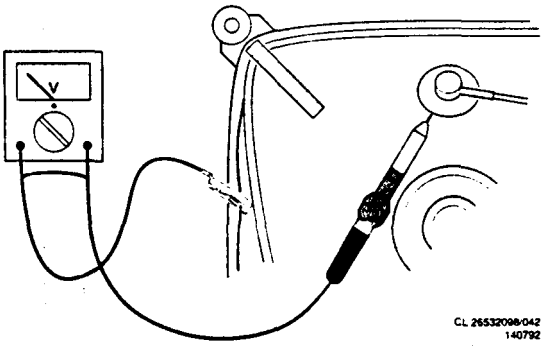

Abb. 3.1
1. Um Beschädigungen von ICs und Transistoren zu verhüten, muß jeder Hochspannungsüberschlag vermieden werden. Um eine Beschädigung der Bildröhre zu verhüten, muß zur Entladung der Bildröhre das in Abb. 3.1 angegebene Verfahren angewendet werden. Benutzen Sie einen Hoch-spannungstaster und ein Universalmeßinstrument (Einstellung DC-V). Die Entladung muß erfolgen, bis der Zeigerausschlag des Instruments 0 V beträgt (nach ca. 30 s).